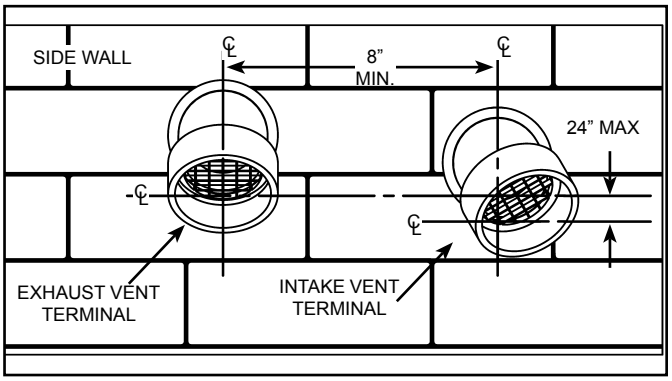

**Figure 22.**
**Important:** When terminating the vent on a side wall, the following specifications pertaining to terminal location must be followed (see Figure 22).
4. To avoid exhaust recirculation, the air intake terminal may be rotated away from the exhaust vent terminal (see Figure 22).